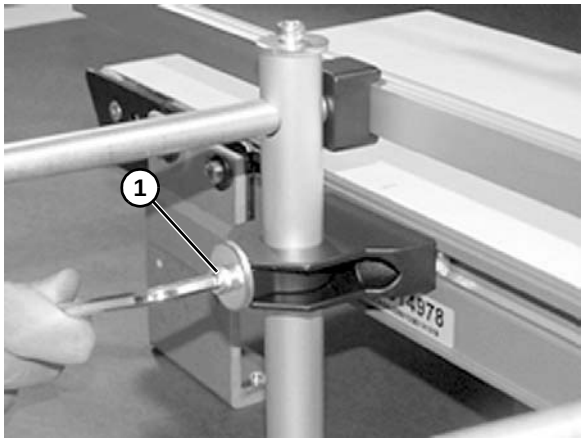

Figure 42
7. Régler la hauteur à l'aide de la vis inférieure **(Figure 42, élément 1)**.